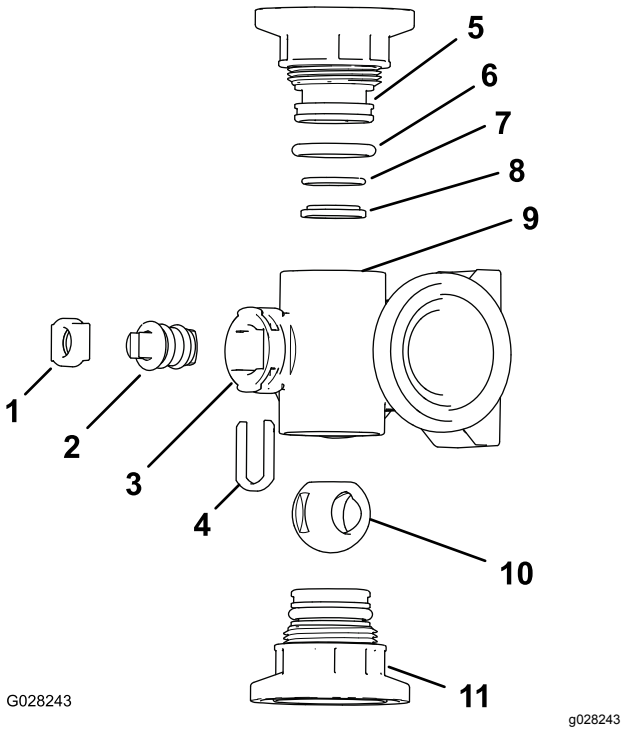
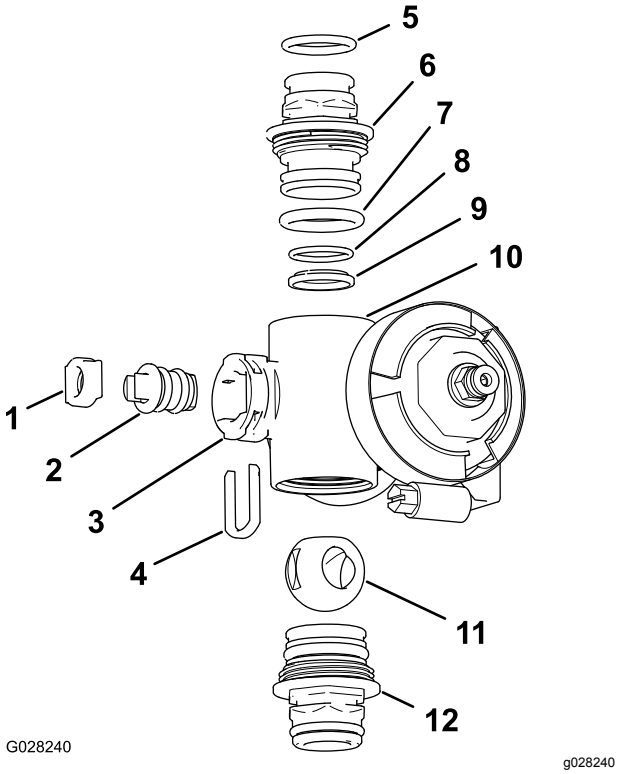

Figur 98
Figur 99
2. Fjern de 2 endedækselfittinger fra begge ender af manifoldhuset (Figur 98 og Figur 99).
4. Fjern spindelholderen fra åbningerne i spindelporten i manifolden (Figur 98 og Figur 99).
5. Fjern spindelholderen og ventilspindelsædet fra manifolden (Figur 98 og Figur 99).
6. Tag ventilspindelenheden ud af manifoldhuset (Figur 98 og Figur 99).
1. Kontroller udgangsstudsens O-ringe (kun sektionsventilmanifold), endedækslets O-ringe, kontrasædets O-ringe og kuglesædet for skader eller slid (Figur 98 og Figur 99).
2. Smør ventilspindelen, og placer den i ventilspindelsædet (Figur 98 og Figur 99).
3. Monter ventilspindelen og sædet i manifolden, og fastgør spindelen og sædet med spindelholderen (Figur 98 og Figur 99).
4. Sørg for, at kontrasædets O-ring og kuglesædet flugter med hinanden og er placeret i endedækselfittingen (Figur 98 og Figur 99)
5. Monter den samlede endedækselfitting på manifoldhuset, så flangen på endedækselfittingen rører manifoldhuset (Figur 98 og Figur 99), og drej derefter endedækselfittingen yderligere ⅛ til ¼ omgang.